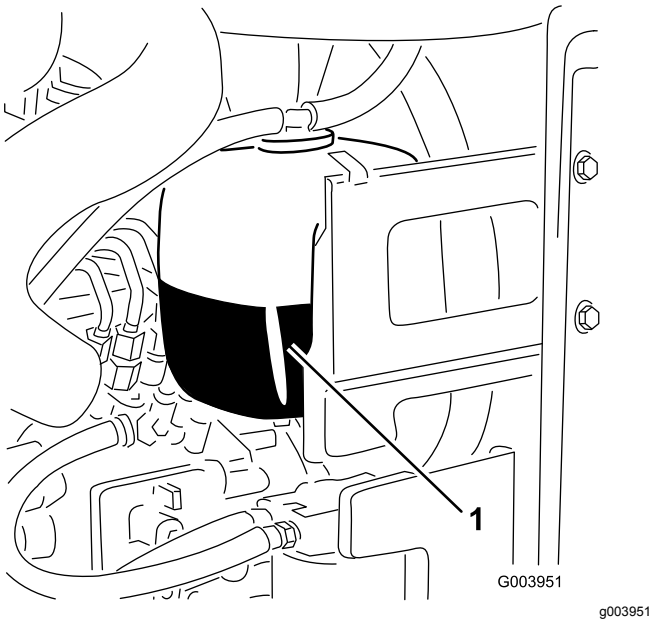

Figur 64
1. Kontrollera kylvätskenivån i expansionstanken (Figur 64).